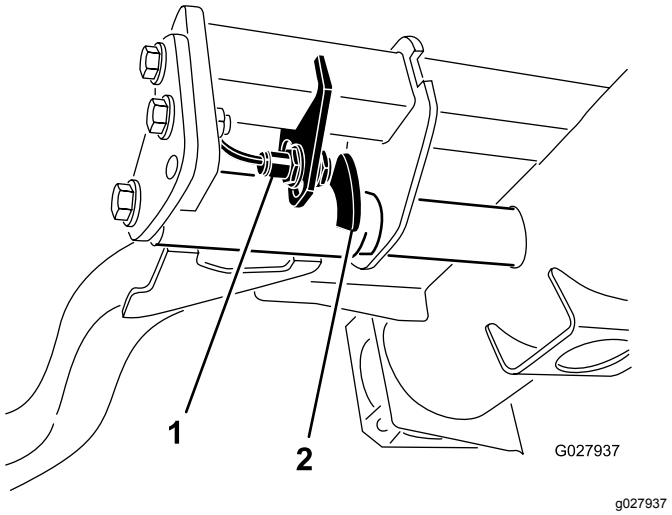

**Figur 68**
2. Løftearmskontakten er placeret under hydrauliktanken bag løftearmen forrest til højre (Figur 68).
3. Løsn kontaktens monteringsskruer, og flyt kontakten ned for at forøge løftearmens drejehøjde, eller flyt kontakten op for at mindske løftearmens drejehøjde (Figur 68).